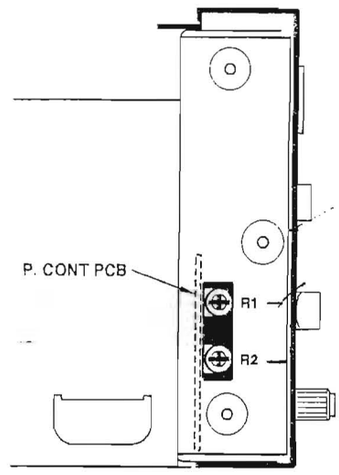

Fig. 2-9
5. Play back the middle section of the test tape, then adjust trimmer resistor R1 (Fig. 2-9) on the P.CONT PCB so that the frequency counter reads 3000±5 Hz.
7. Play back the middle section of the test tape, then adjust trimmer resistor R2 (Fig. 2-9) on the P.CONT PCB so that the frequency counter reads 3000±5 Hz.
5. テスト・テープの中間部を再生し、周波数カウンタの値が 3000±5 Hzになるように P.CONT PCBの半固定抵抗 R1 (図2-9) を調整する。
7. テスト・テープの中間部を再生し、周波数カウンタの値が 3000±5 Hzになるように P.CONT PCBの半固定抵抗 R2 (図2-9) を調整する。